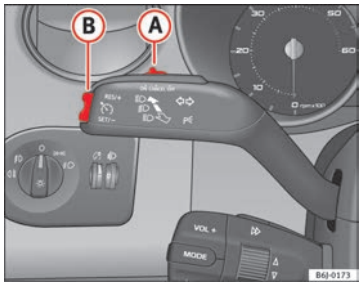

Fig. 117 Palanca de intermitentes y de luz de carretera: mando y tecla basculante para el regulador de velocidad
- cuando se presione la palanca (A) en dirección a **OFF** sin que llegue a encastrar.
Para recuperar el regulador, levante el pie del pedal del freno o del embrague o reduzca la velocidad por debajo de los 180 km/h y presione una vez la parte superior de la tecla basculante **RES** ⇒fig. 117 (B).